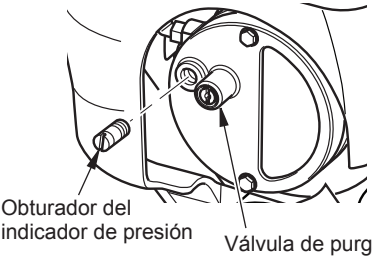

Figura 21 - Procedimiento para retirar el obturador del indicador de presión
1. Retire el obturador del indicador de presión de la cubierta del filtro (consulte la figura 21).